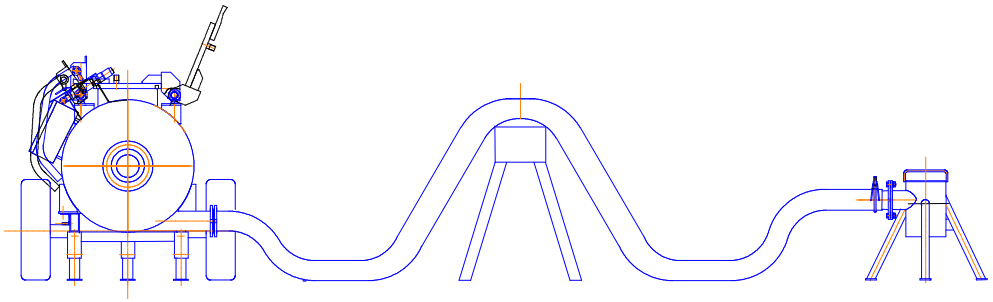

Рис. 7 – Схема установки растворо/бетонопровода принципиальная
9.9. Собрать растворовод, один конец которого подсоединить к резервуару, в частности к патрубку (типа «ерш») смесительной камеры, а другой – к патрубку (типа «ерш») гасителя. При этом необходимо растворовод в месте подсоединения к резервуару уложить на возвышение высотой приблизительно 1 м (рис. 7). При большом расстоянии подачи смеси растворопровод следует поднимать каждые 15-20 метров.